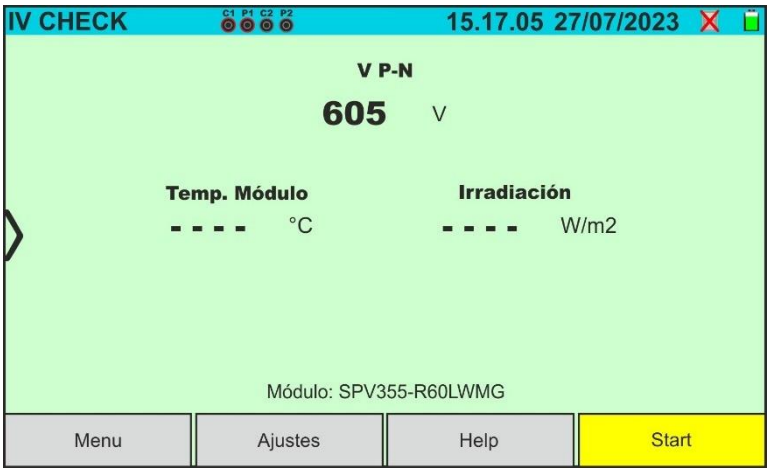

Fig. 35: Pantalla inicial prueba IVCK sin unidad remota sobre módulos Monofaciales
4. En caso de módulos **Monofaciales,** la pantalla de Fig. 35 se muestra en el visualizador. Se muestran los siguientes parámetros: